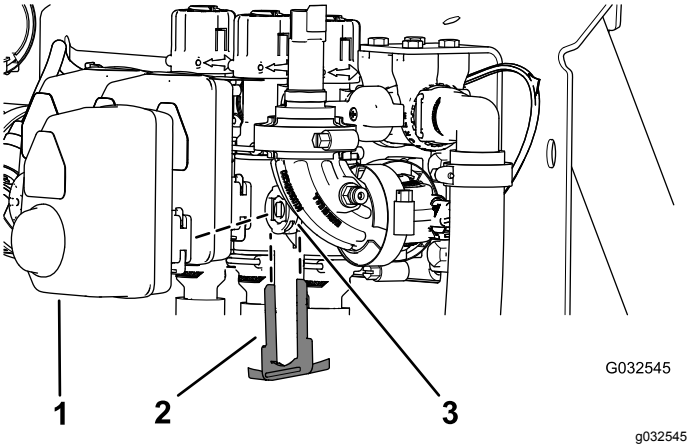

図 96
2. アクチュエータを個別ブームバルブまたは攪拌バルブ用のマニホルドバルブに固定しているリテーナを外す図 96。